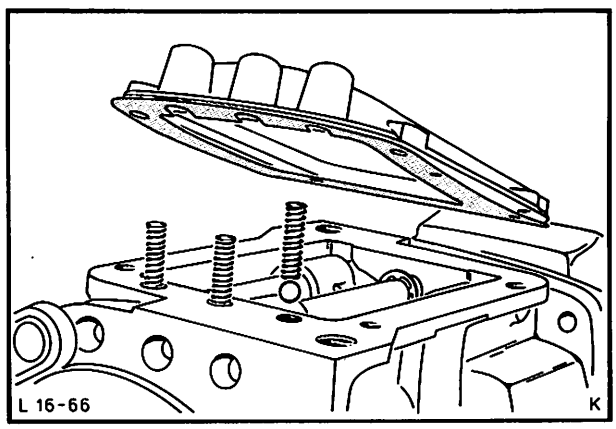

Abb. 125 Deckel montieren, dabei auf die 3 Schaltarretierkugeln mit Federn achten
61. Die 3 Schaltarretierkugeln in die entsprechenden Gehäusebohrungen einlegen. Druckfedern mit Fett in den Gehäusedeckel einsetzen und Deckel mit neuer Dichtung vorsichtig aufsetzen. Schrauben montieren und mit vorgeschriebenem Drehmoment festziehen, Abb. 125.